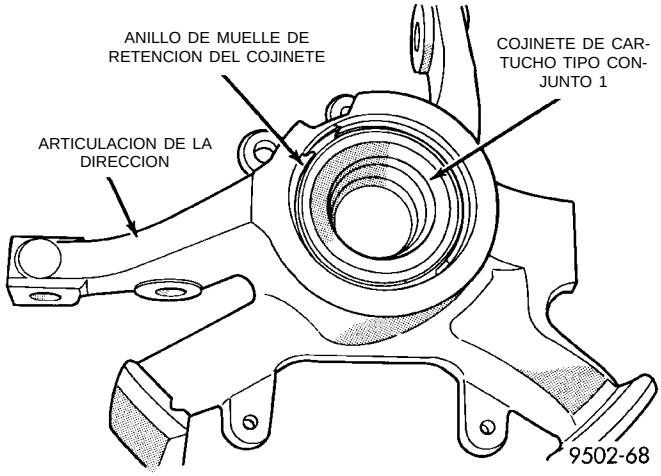

Fig. 50 Instalación del anillo de muelle de retención del cojinete de maza
(5) Instale el anillo de muelle de retención del cojinete de maza en la acanaladura del anillo de retención en el hueco de cojinete de maza de la articulación de la dirección (Fig. 50). Asegúrese de que el anillo de muelle calce por completo en la acanaladura.